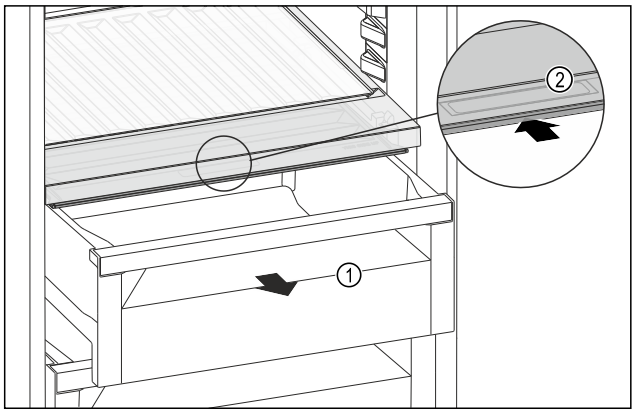

Fig. 184
▶ Pull out the drawer *Fig. 184 (1)*.
▶ Grasp the recessed grip *Fig. 184 (2)* on the compartment lid and push the compartment lid backwards at the same time.